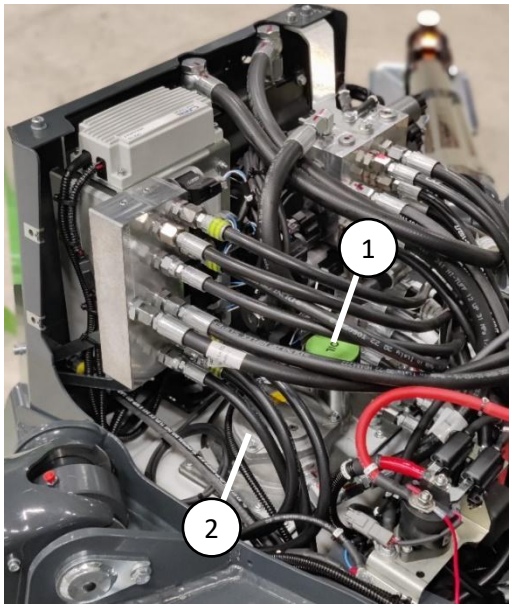

Figura 22. Serbatoio dell'olio idraulico
Il cambio dell'olio idraulico deve essere effettuato attraverso il filtro di aspirazione o il tappo del serbatoio dell'olio idraulico (figura 22 (1)) con una pompa di aspirazione. Il filtro di aspirazione è situato nella parte bassa del telaio dietro lo sportello di servizio (figura 23). L'olio idraulico può essere drenato staccando il tubo della pompa di riserva (figura 23 (1)) dal filtro di aspirazione.
Il filtro di ritorno dell'olio idraulico (figura 22 (2)) è situato nella parte alta del serbatoio dell'olio idraulico sul retro del telaio. Per cambiare il filtro aprire il coperchio dell'involucro del filtro e sostituire la cartuccia del filtro con una nuova. Assicurarsi che non vi siano perdite prima di reinstallare le coperture sulla macchina.
Per controllare il livello dell'olio idraulico è possibile utilizzare l'asta di livello posta nel tappo del filtro (figura 22 (1)). Il livello dell'olio deve risultare in corrispondenza del segno superiore dell'asta di livello quando la piattaforma aerea di accesso è in posizione di trasporto (bracci abbassati e stabilizzatori completamente sollevati).